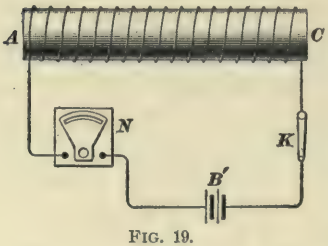

FIG. 19.
**23. Self-Induction.**—This is marked by the fact that all of its actions and reactions take place in a single circuit—hence the name *self-induction*, "the circuit induces within itself." The induced E. M. F. and the E. M. F., which in the first place is the cause of it, are confined to one circuit. The *inducing* E. M. F., or the *primary* E. M. F., or the *impressed* E. M. F., as it is variously called, causes the current to flow, and it is the variations of this current and the resulting movement in or out of its lines of force that give birth to the induced, or secondary, E. M. F. Take a soft-iron core, and wind on it about one thousand turns of small copper wire, and a veritable nest of self-induction is created. Let such an electromagnet be connected up as shown in Fig. 19, where $A\ C$ is the electromagnet; $B'$, a battery; $K$, a switch for opening and closing the circuit; and $N$, an instrument for measuring current and called an *amperemeter*, or *ammeter*. All of the current that passes through $B'$ and $A\ C$ must pass through $N$, because it is in series with them. On closing switch $K$, and watching the needle of $N$, it will be seen that the current does not reach its full value immediately on closing the